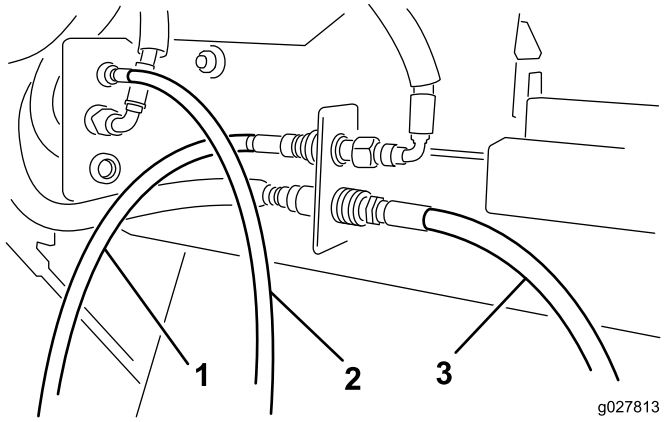

Figure 5
5. Branchez les raccords rapides du flexible du moteur hydraulique aux raccords du Versa Vac comme montré à la Figure 5.